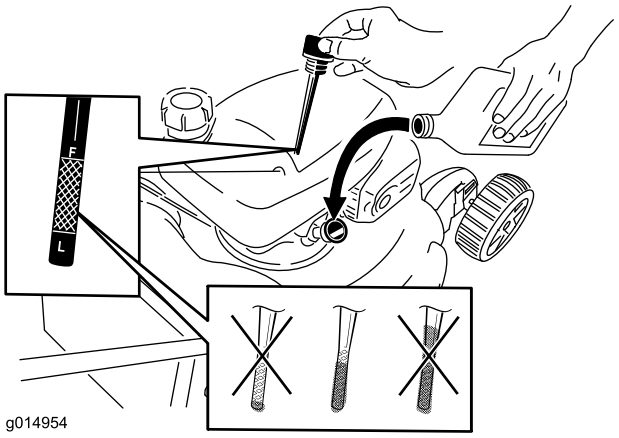

Figur 16
2. Fjern peilestaven (Figur 16).
5. Ta ut peilestaven, og kontroller oljenivået. Se Figur 16.
- Hvis oljenivået er for lavt, fyll langsomt på litt olje i oljepåfyllingsrøret, og gjenta så trinn 3 til og med 5 til oljenivået er korrekt, som vist i Figur 16.